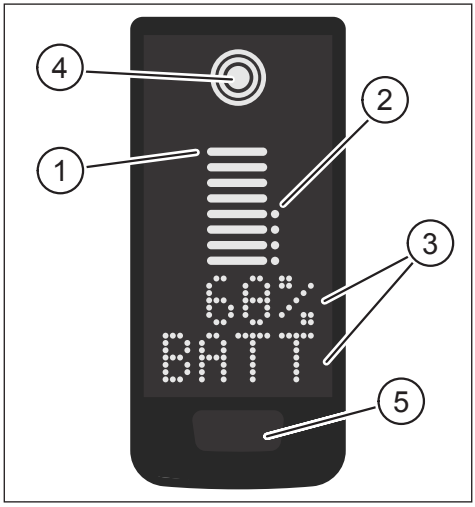
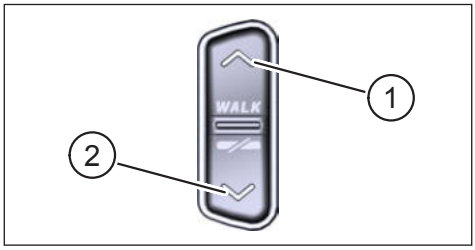

Fig. 1: Operation and indicaton components on Display
Fig. 2: Operation on the Remote
Pos. in Fig. 1	Description
Pos. in Fig. 2	Description
- ▶ Press and hold the button on the Display (pos. 5 in Fig. 1) and the DOWN button on the Remote (pos. 2 in Fig. 2) for at least 5 seconds.
► With a **double click** press on the button on the Display (pos. 5 in Fig. 1) you switch to the next screen view.